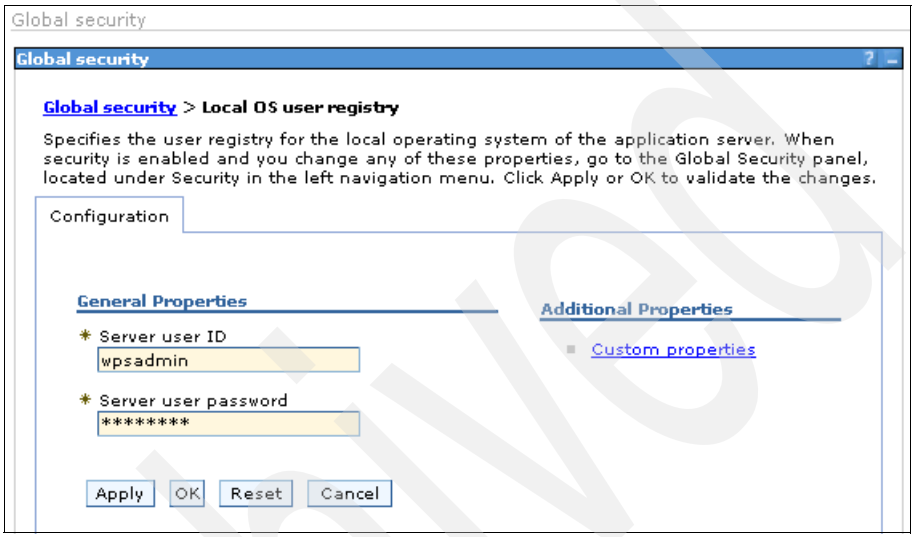

Figure B-33 The Local OS user registry page
18. In the Local OS user registry window (Figure B-33), complete these steps: